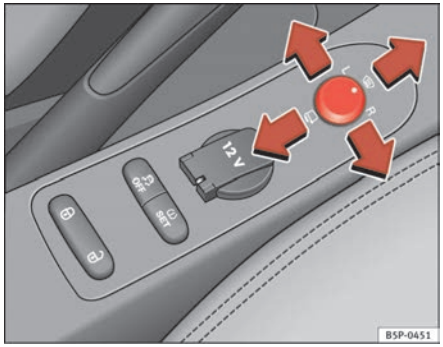

Fig. 90 Controls of exterior mirrors
1. Turn knob ⇒ fig. 90 to position **L** (**left exterior mirror**).
– Turn the knob forwards to the central position ⇒ fig. 90 (1) so that the heated rear view mirrors warm up and the heated windscreen* in the wiper blade rest area is activated ⇒ page 123.
– Turn the control ⇒ fig. 90 to position to fold in the exterior mirrors. You should always fold in the exterior mirrors if you are driving through an automatic car wash. This will help prevent damage.